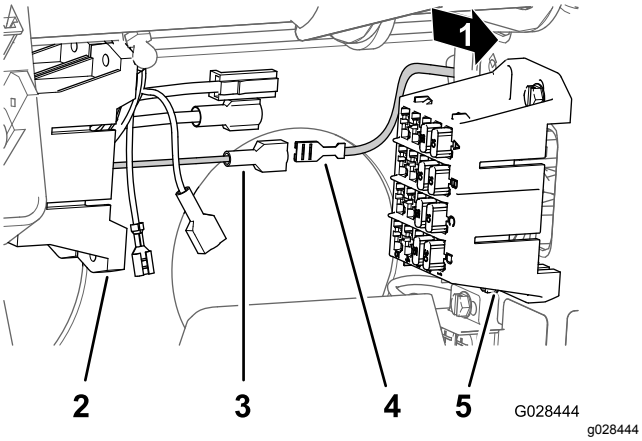

Figur 23
4. Lokalisera det oisolerade uttaget i änden på den lediga gula strömkabeln på maskinens säkringsblock och det isolerade strömställarknivsuttaget i änden på den gula extra strömkabeln på sprutarkablagets säkringsblock (Figur 23).
5. Anslut det oisolerade uttaget på maskinens säkringsblock till det isolerade strömställarknivsuttaget på sprutans säkringsblock (Figur 23).